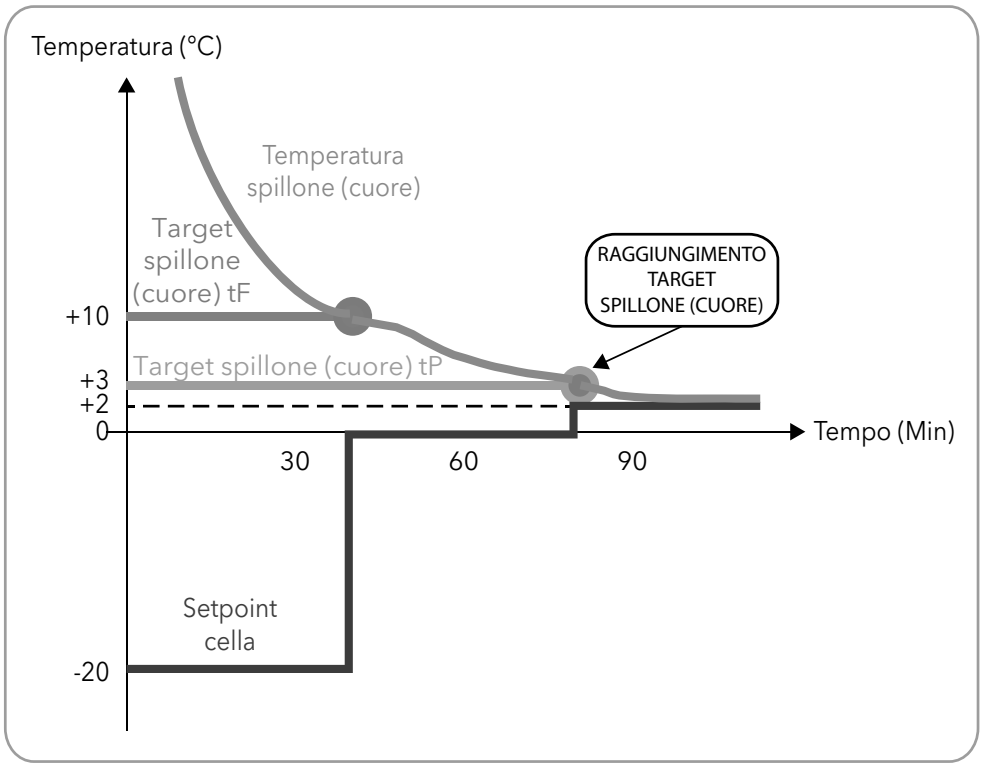

Fig. 11. Programma positivo con modalità di abbattimento hard
- positivo (raffreddamento), con temperatura di riferimento (target temperatura) positiva, e modalità di abbattimento hard (**Fig. 11 a pag. 21**);
I valori numerici riportati in **Fig. 11 a pag. 21** sono i default.